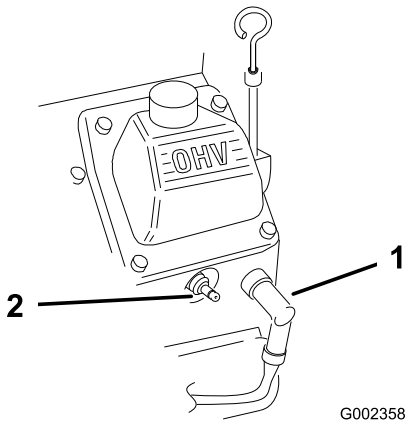

Figur 24
2. Koble ledningene fra tennpluggene (Figur 24).